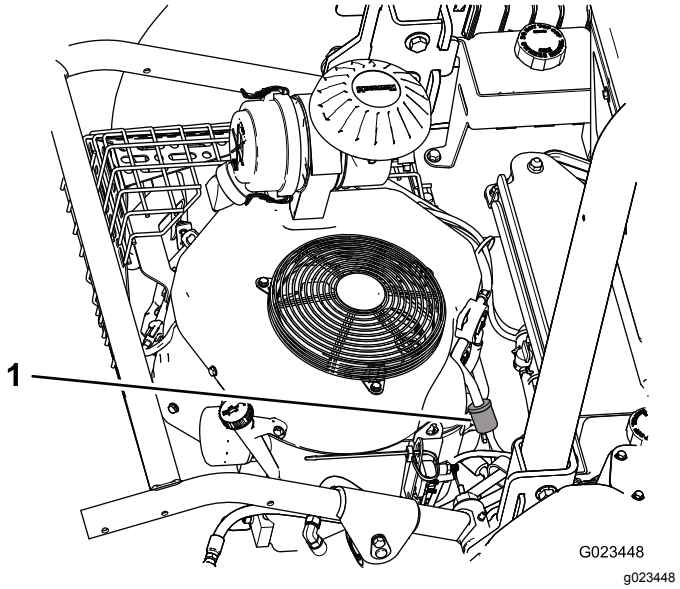
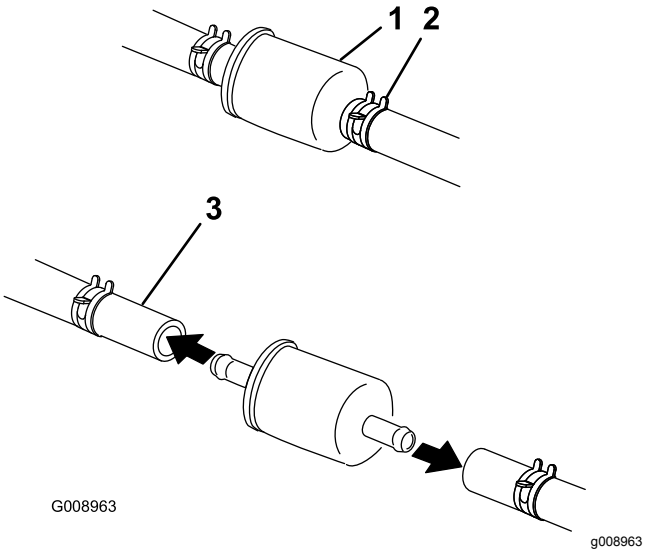

Рисунок 47
Рисунок 48
2. Ослабьте шланговый хомут на стороне фильтра, обращенной к карбюратору, и отсоедините топливный трубопровод от фильтра (Рисунок 47 и Рисунок 48).